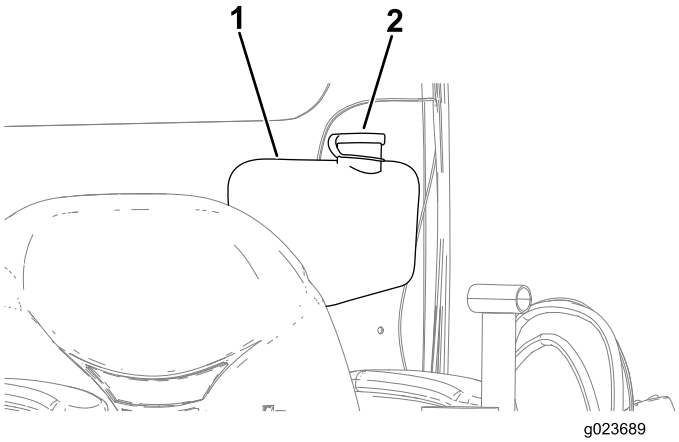

Rysunek 131
2. Otwórz pokrywkę zbiornika płynu do spryskiwacza przedniej szyby (Rysunek 131).
3. Napełnij zbiornik do pełna płynem do spryskiwania przedniej szyby (Rysunek 131).
4. Zamknij pokrywkę zbiornika płynu do spryskiwacza przedniej szyby (Rysunek 131).